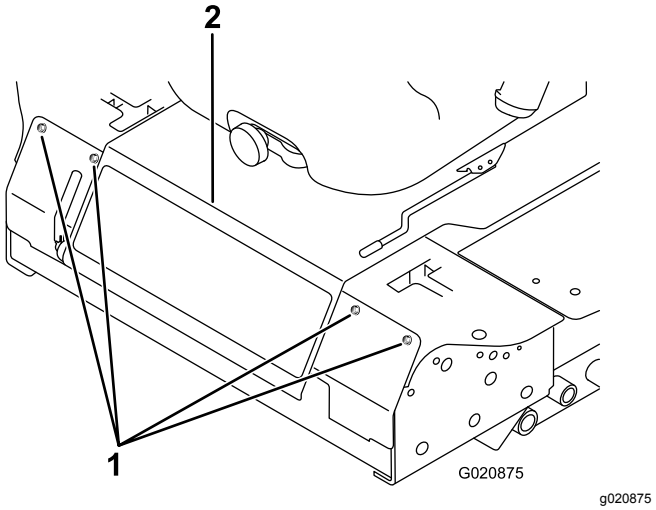

図 44
2. 前パネルを止めているボルトを外して前パネルを外す(図 44)。